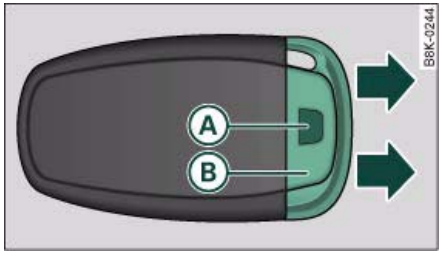

Fig. 34 Remote control key: Removing the emergency key
– Press the release button (A) ⇒ fig. 34.
– Pull the emergency key (B) out of the remote control key.